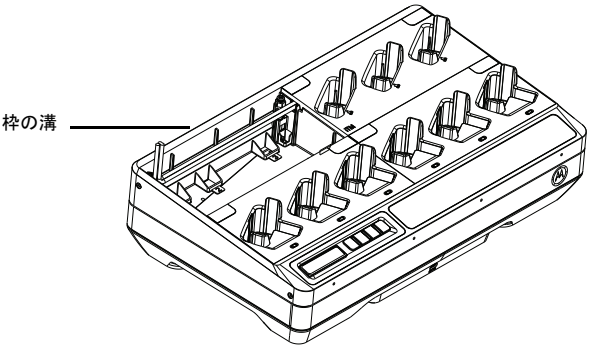

図 14: ケーブル用の枠の溝
5. ケーブルは右のポケットから左のポケットに枠の溝を通して送り出すか、またはその逆になります (図 14 を参照してください)。